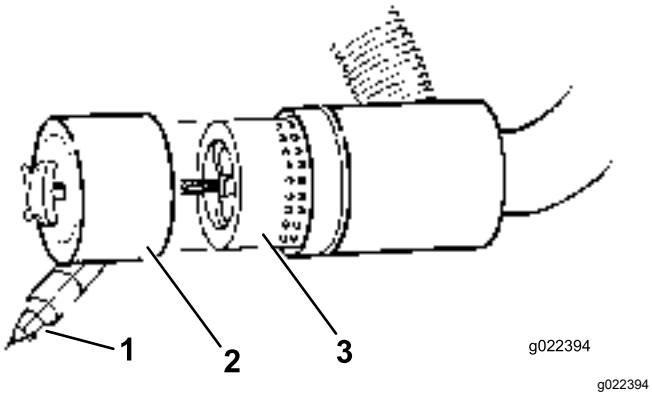

Рисунок 58
4. Снимите и замените фильтр (Рисунок 58).